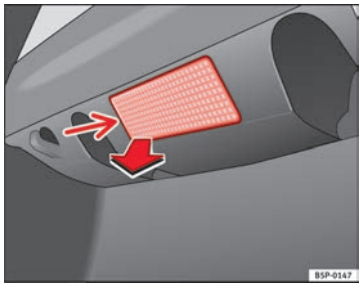

Fig. 170 Luz maletero
– Extraiga la tulipa haciendo presión sobre el borde de la parte interior de la misma -flecha- con ayuda de un destonillador por su parte plana ⇒ fig. 170.